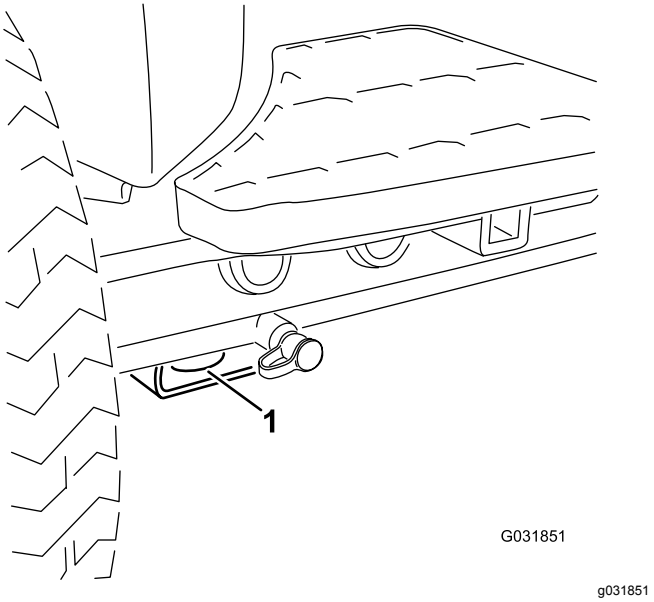

**Figur 39**
- Fram – hål i det fyrkantiga belägget under axelröret inuti båda framdäcken (Figur 39)